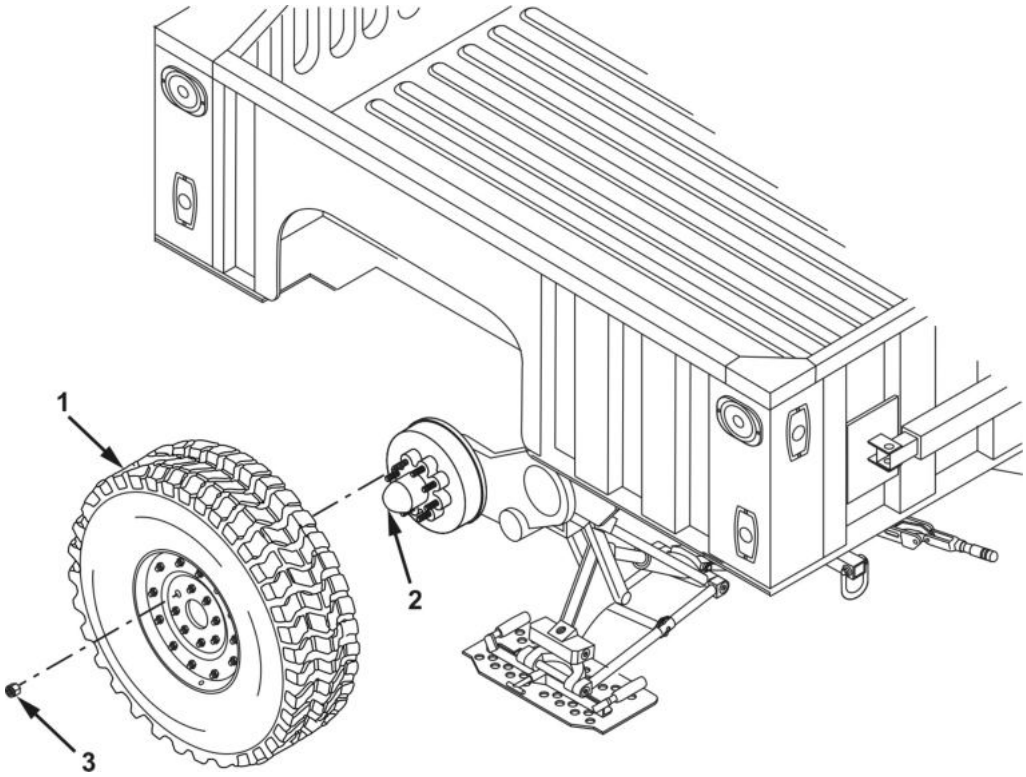

Figure 6. Wheel Assembly Installation.
1. Install wheel assembly (Figure 6, Item 1) on hub (Figure 6, Item 2), and secure with eight lug nuts (Figure 6, Item 3).